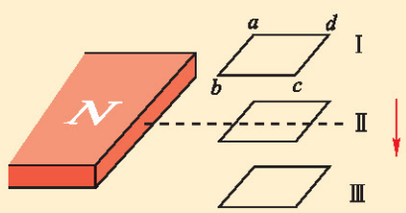

图 1-5-5
3. 如图 1-5-5 所示，一水平放置的矩形线圈 $abcd$ 在磁体 N 极附近竖直下落，保持 bc 边在纸外，ad 边在纸内，由图中的位置Ⅰ经过位置Ⅱ到位置Ⅲ，这三个位置靠得很近. 在这个过程中，线圈中感应电流的方向（　　）